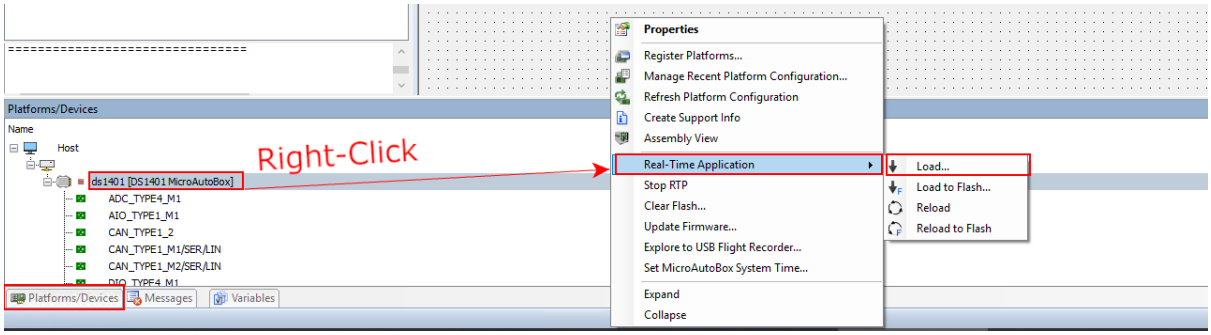
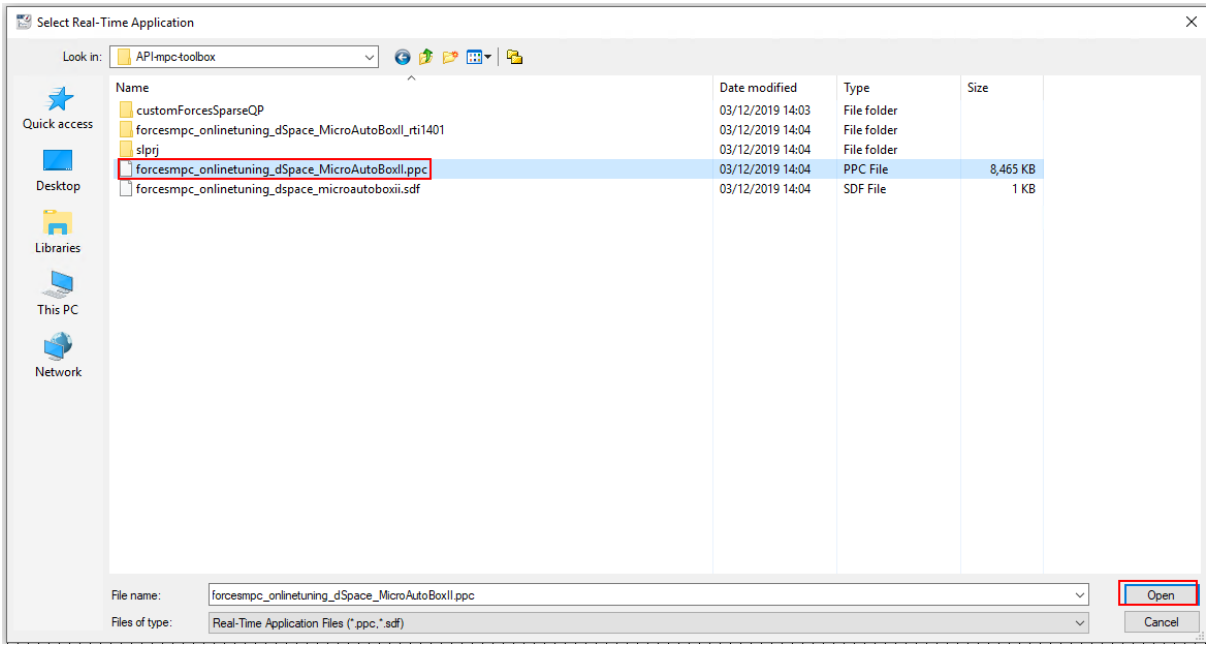

Figure 4.19: Load the application on the dSPACE MicroAutoBox II
Figure 4.20: Select the executable to run the experiment
15) Select the `Platforms/Devices` tab. Right-Click on your platform and select `Real-Time Application> Load`. Choose the executable file `forcesmpc_onlinetuning_dSpace_MicroAutoBoxII.ppc` (see Figure 4.19 and Figure 4.20).